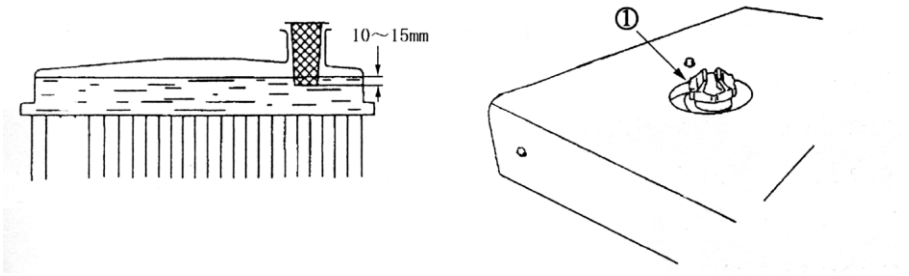

Рис. 2-1.
2.1.4. Проверьте уровень охлаждающей жидкости (рис. 2-1).